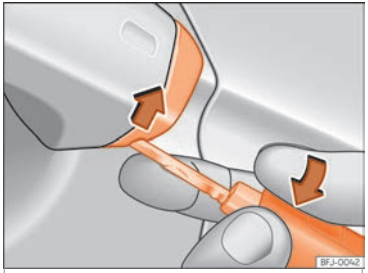

Fig. 87 Driver door handle: lever the cover off
- Insert the key shaft into the lower opening in the cover on the driver door handle ››› Fig. 87 then remove the cover upwards.